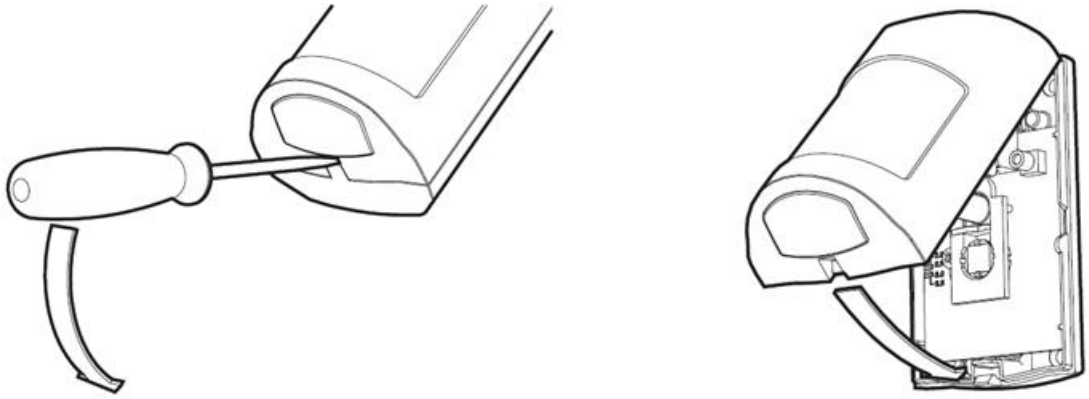

Рисунок 6.3
- снять крышку извещателя, вставив отвертку в паз основания, и надавить на зацеп (см. Рисунок 6.3);